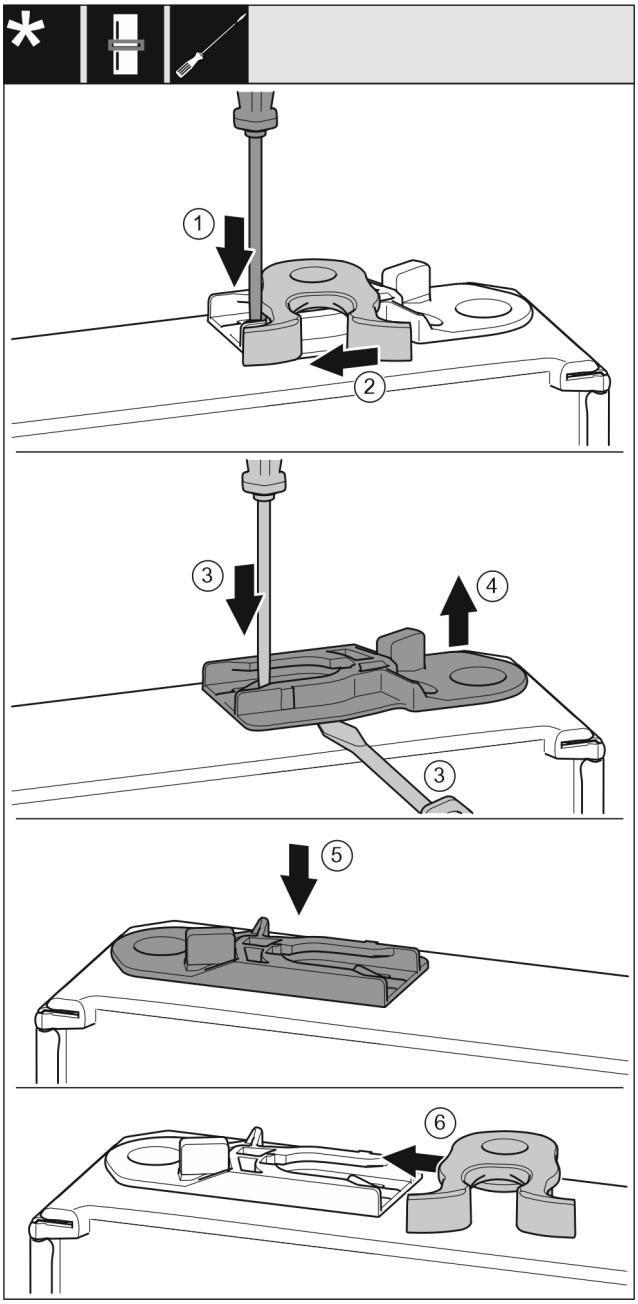

*Fig. 52 **
- ▶ Spiediet ar plakano skrūvgriezi mēlīti *Fig. 52 (1)* uz leju.*
- ▶ Izvelciet aizvēršanas āķi *Fig. 52 (2)* no vadotnes.*
- ▶ Izvelciet vadošo ieliktni *Fig. 52 (3, 4)*: spiediet ar plakano skrūvgriezi mēlīti un vienlaikus ar plakano skrūvgriezi virziet zem vadošā ieliktņa.*
- ▶ Iebīdiet piegādes komplektācijā klātpievienoto vadošo ieliktni *Fig. 52 (5)* ierīces otrajā pusē.*
- ▶ Iebīdiet aizvēršanas āķi *Fig. 52 (6)* vadotnē.*